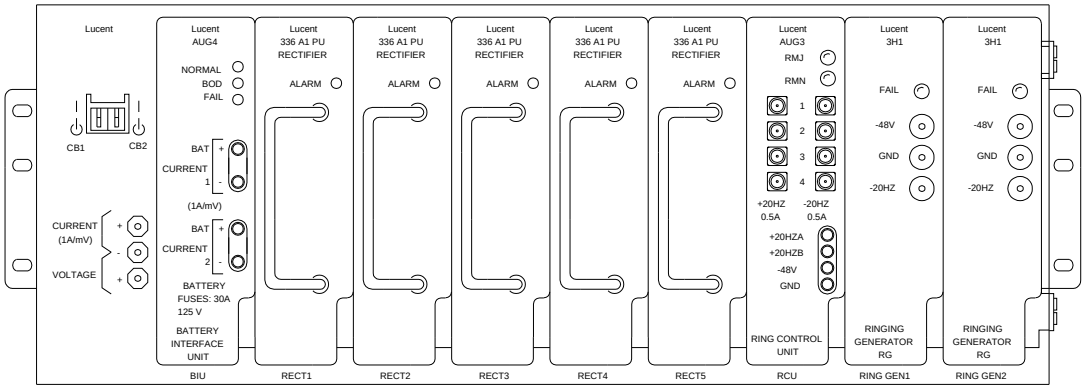

**Figure 2 – J1C182BD Power Shelf**
3. Insert one **336A RECTIFIER** into first vacant **RECT** slot (counting left to right ) in power shelf (Figure 2).